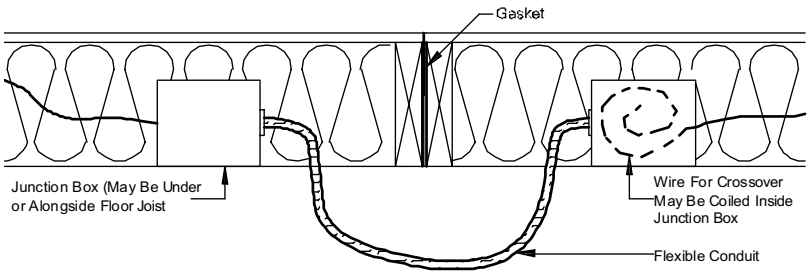

Figure 57. *Under the rim joist electrical crossover connection with conduit*
2. **Connect wires.** If wire is coiled inside one junction box, insert it into provided flexible conduit and pass it under the rim joists to the opposing box and make the connection as described above. If no coiled wire is provided, install provided ship-loose conduit with wire making connections in both boxes (**Figure 57**).